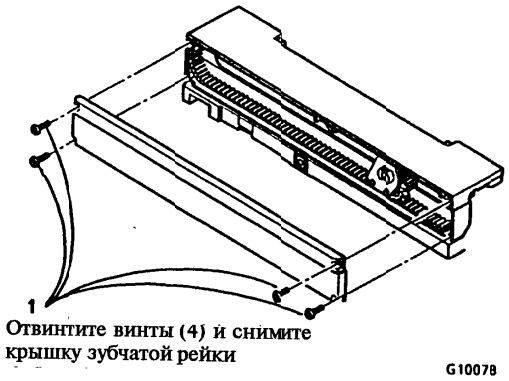

Рисунок 2. Снятие крышки зубчатой рейки
2. (Рисунок 2): Снимите крышку зубчатой рейки.